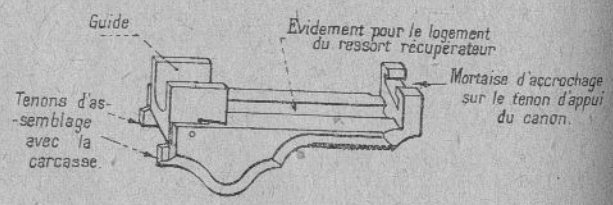

Fig. 5. — Plaque de recouvrement.
33. Plaque de recouvrement (fig. 5) : le *guide* (rapporté et goupillé) pour le montage et la fixation de la plaque et pour le guidage du ressort récupérateur; les *tenons d'assemblage avec la carcasse;* l'*évidement pour le logement du ressort récupérateur;* la *mortaise d'accrochage* sur le tenon